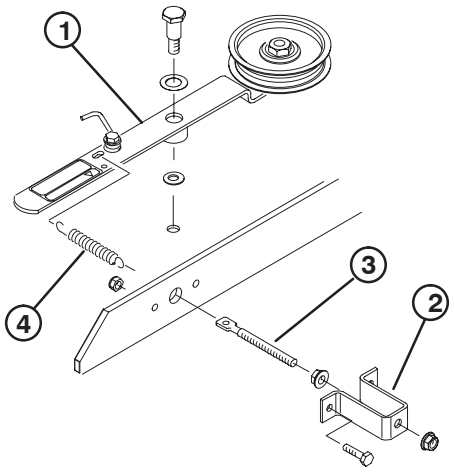

Figure 20
3. Thread a 5/16–18 flange nut onto threaded rod approximately 2" (Fig. 20).
4. Insert end of threaded rod through large hole in spring bracket and loosely secure with another 5/16–18 flange nut (Fig. 20). Do not tighten flange nuts.
5. Insert other end of threaded rod through hole in bridge bar and secure spring bracket to bridge with (2) capscrews and locknuts (Fig. 20).
6. Hook short loop of spring into hole in threaded rod and long loop in hole in idler arm (Fig. 20).
7. Mount idler pulley arm to deck with the following parts, in this order: 3/8–16 pivot screw, 1/2" thrust washer, idler arm, 3/8" thrust washer, deck and 3/8–16 locknut (Fig. 20). (Do not tighten flange nuts, on threaded rod, at this time. Adjust spring tension after blower assembly and belt have been installed.)